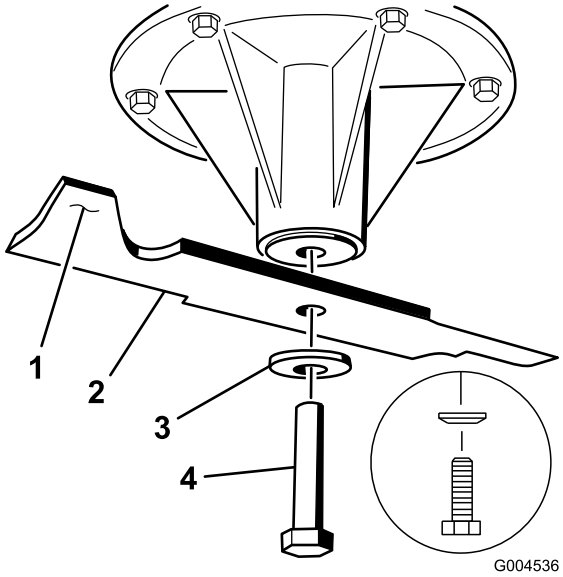

Figur 83
1. Montera kniven på spindelaxeln (Figur 83).
2. Montera fjäderbrickan och knivskruven. Fjäderskivans kon måste monteras mot skruvens huvud (Figur 83). Dra åt knivskruven till ett moment på 115–150 Nm.